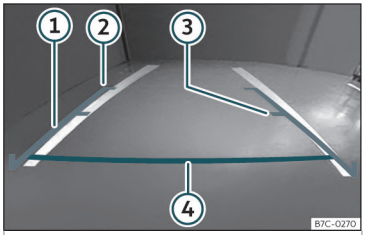

Fig. 193 Pe ecranul sistemului Infotainment: linii de ghidare.
• Încărcătura automobilului modifică reprezentarea liniilor de ghidare**››› fig. 193****. Lățimea reprezentată de linii scade proporțional cu sarcina automobilului. Acordați atenție specială împrejurimilor atunci când portbagajul este plin.**
Semnificația liniilor de orientare»» fig. 193